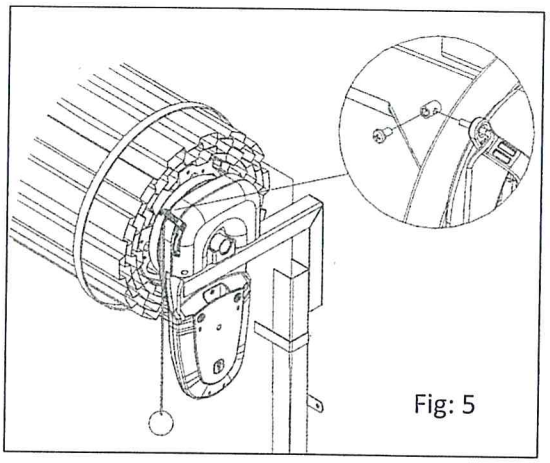

Fig: 5
l) Insert manual release cable into the manual release lever in the motor and secure it by tightening the lock screw. *(Fig 5)*